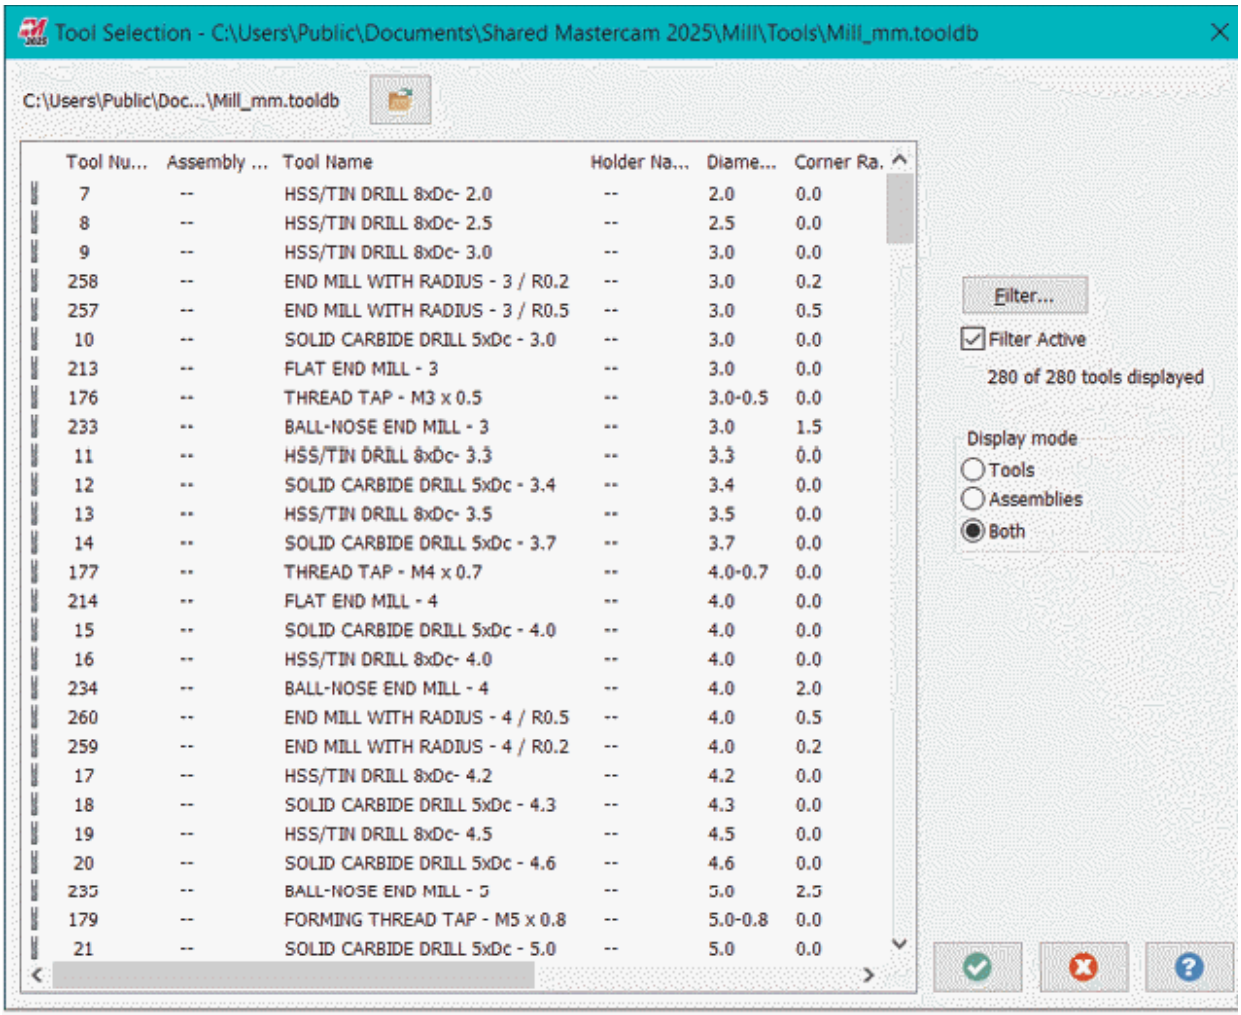

Figure-5. Tool Selection dialog box
- Click on the **`Select tool from library`** button from the dialog box. The **`Tool Selection`** dialog box will be displayed; refer to Figure-5.